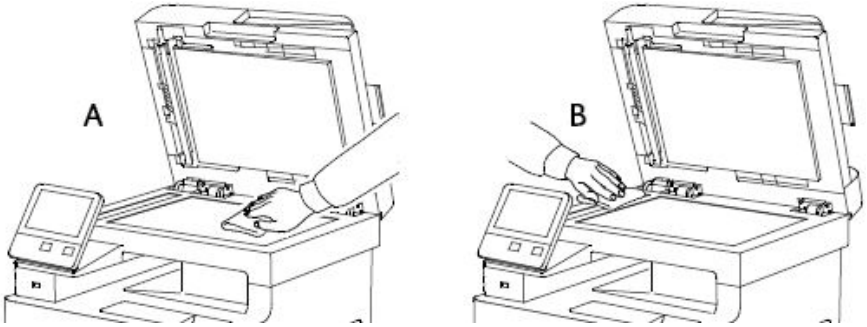

Figure 1 Clean Document Glass and CVT Glass
4. Clean the document glass (A) and the CVT glass (B) to its left (Figure 1).